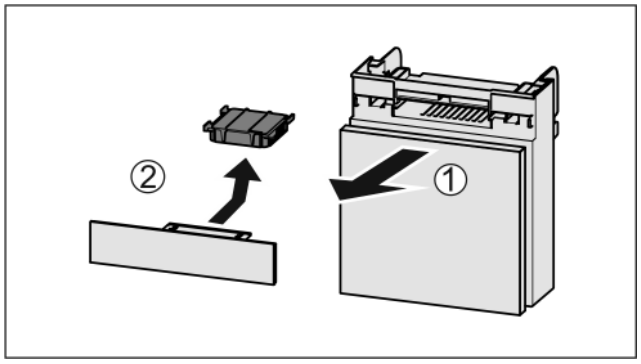

Fig. 156
▶ Pull out the compartment *Fig. 156 (1)*.
▶ Remove the carbon filter *Fig. 156 (2)*.